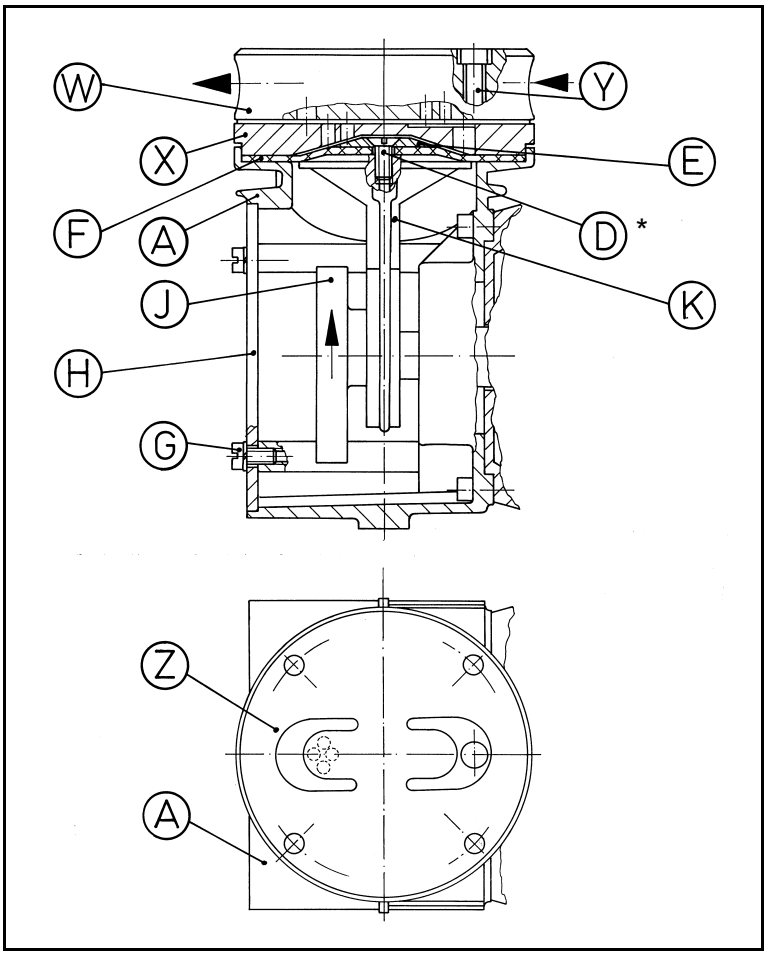

Fig. 20: Pumpenteile für Ausführungen mit Edelstahlkopf
***nach Fig. 20*
Tab. 15 ** siehe Abb. 20*